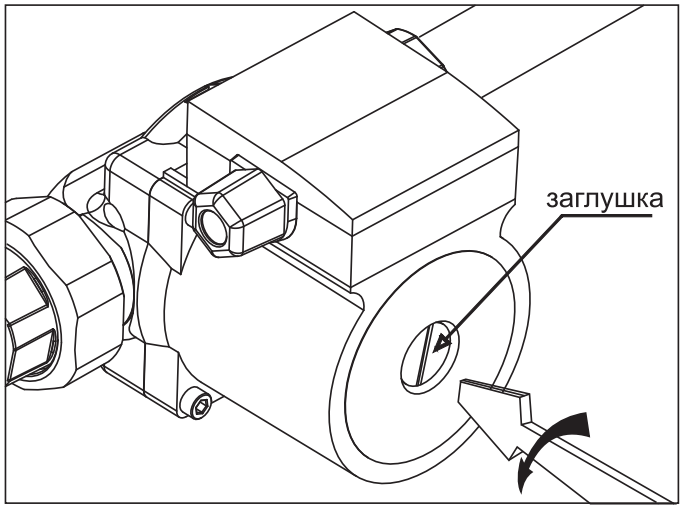

Рис. 10 Удаление воздуха из насоса
- Выкрутить винт и ослабить заглушку для удаления воздуха, защитив электрические части от попадания жидкости или пара (**Рис. 10**);